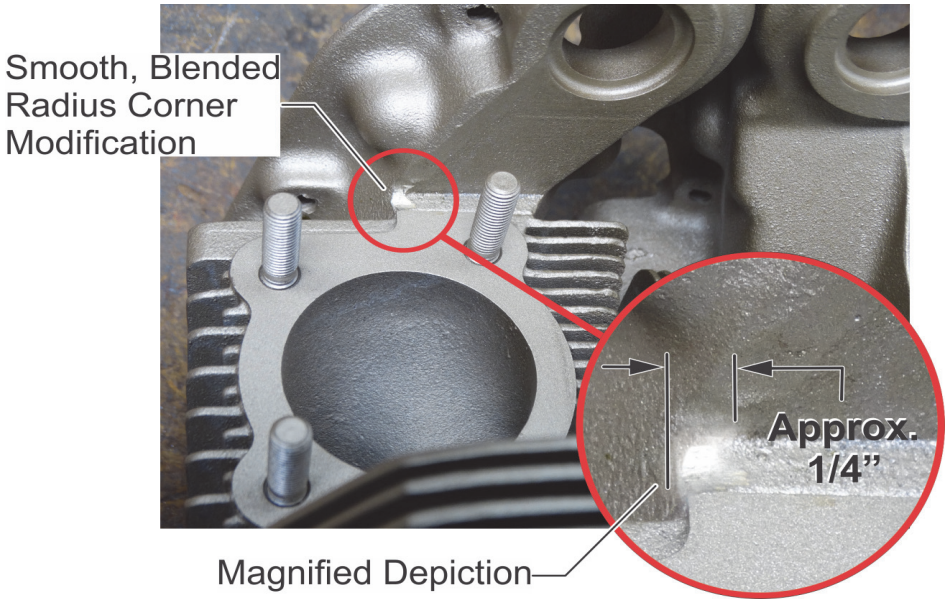
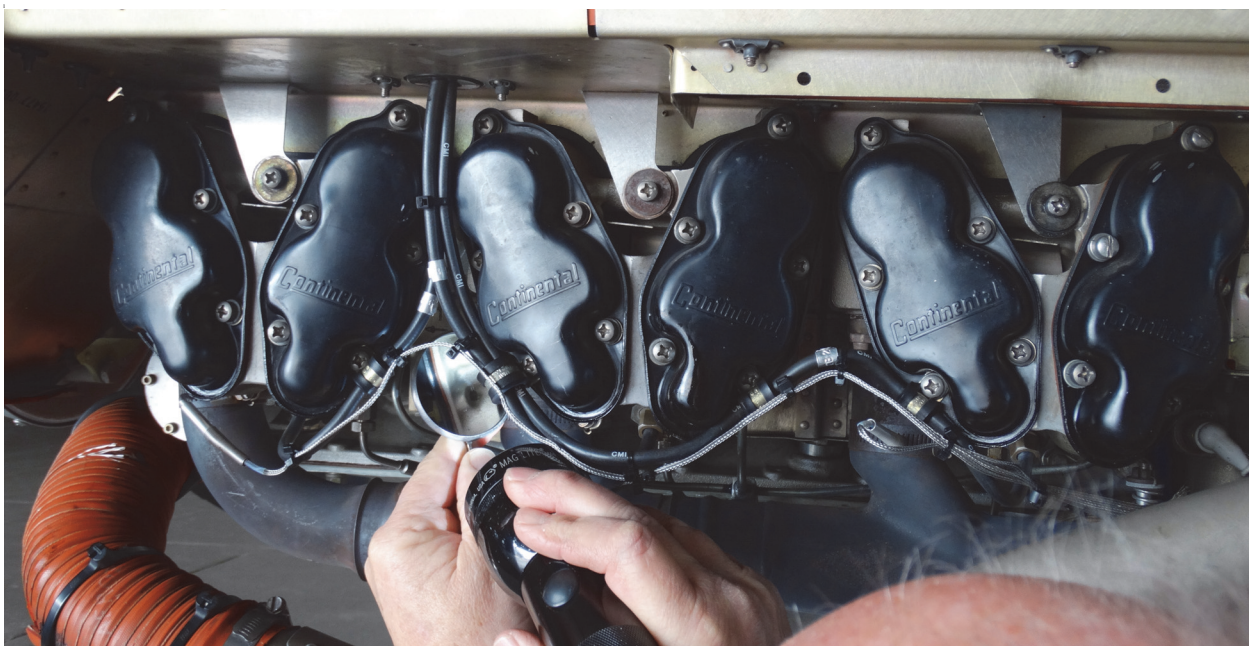

Figure 4. Smooth Radius Corner after Radius Blend Modification
Figure 5. Cylinder Head Inspection Area, typical aircraft installation
c. The radius corner inspection and modifications were completed in accordance with this Service Document (reference Figure 4).
2. If the cylinder head exhaust ear is not stamped with the letter "S" or is obscured by baffling, inspect the radius corner angle below the exhaust port (see Figure 5) for any casting flash build-up or sharp radius edges. The radius corner should be tapered and blended smooth (reference Figure 4).
Carefully, vary your filing motion until a smooth, blended "tapered" radius edge is achieved at the radius corner. Remove ONLY enough material from the cylinder head to achieve dimensional specification, see Figure 4. The finished radius blend should not exceed 0.20" depth of the material removed.
5. Inspect the cylinder head surface and remove all nicks, burrs, sharp angles or edges using a de-burring tool and Scotch-Brite© (ultra fine or equivalent). Evenly shape, taper, and smooth all interfering surfaces where material was removed (see Figure 4).